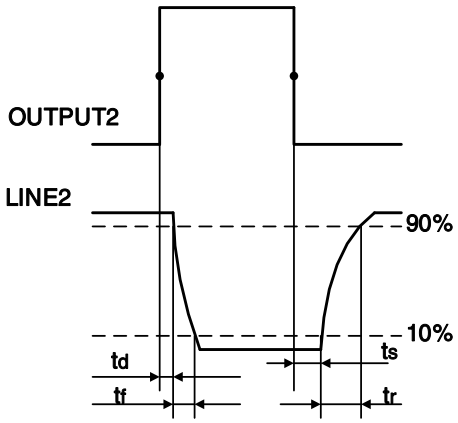

图 7-24 Line2 输出电路参数
- 上升沿延时=tr+td：<20μs (0℃~45℃)，参数说明见图 7-24
- 下降沿延时=ts+tf：<20μs (0℃~45℃)，参数说明见图 7-24